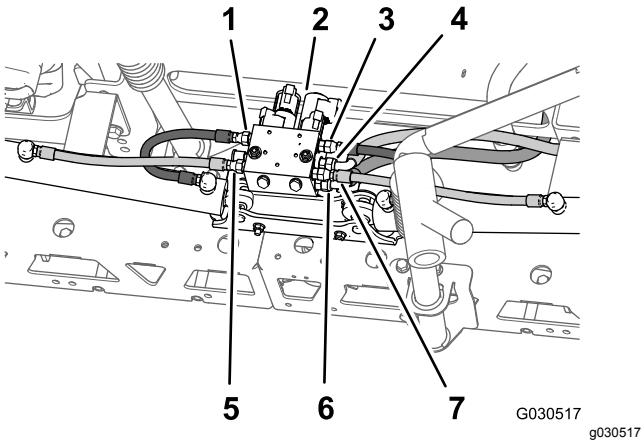

Figur 71
2. Bak på maskinen, fjern hydraulikkslangene fra mellom bomløftemanifolden og hydraulikksylinderen (Figur 71).